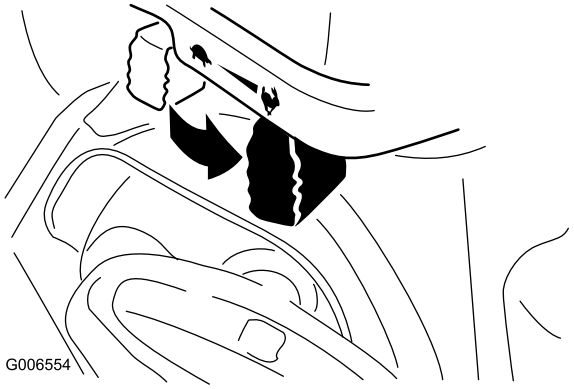

Figur 25
6. Flyt gashåndtaget til positionen Fast (hurtig) (Figur 25).